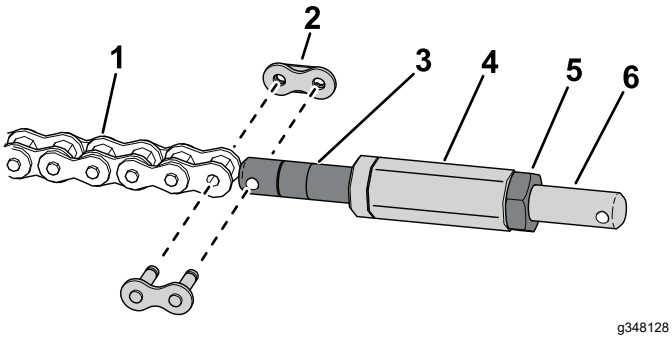

Figuur 13
5. Verbind de ketting via een sluitschakel met de kettingspanmoer (Figuur 13).
6. Monteer de zeshoekige as op de spanmoer van de ketting (Figuur 13).
7. Gebruik een contramoer om de spanmoer van de sluitschakel te monteren op de zeskantige as (Figuur 13).